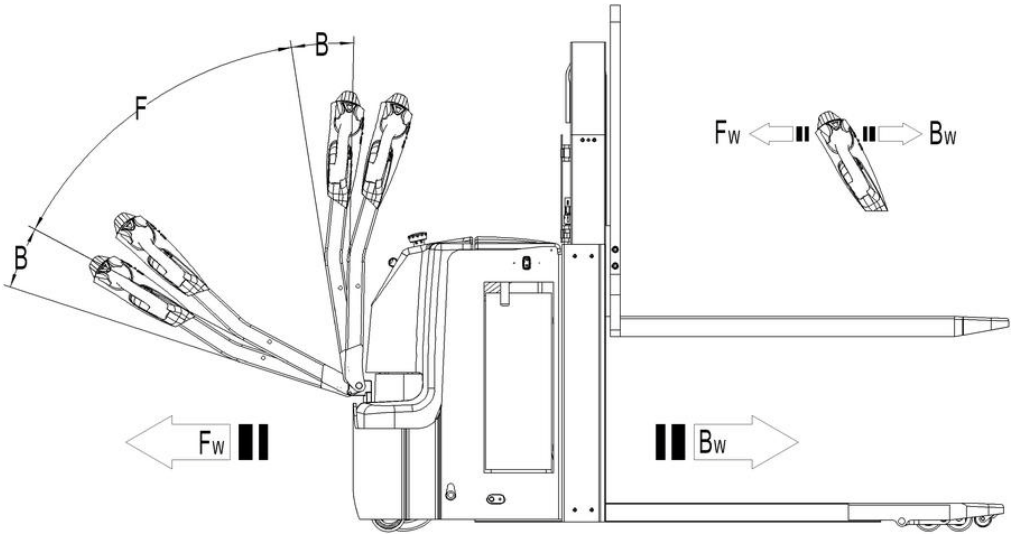

Fig. 10: Operating direction
After starting the truck by turning on the key switch (6), move the tiller to the operating zone (‘F’, fig.10). Turn the accelerator button to the desired direction forward ‘Fw.’ or backwards Bw.’(fig. 10).